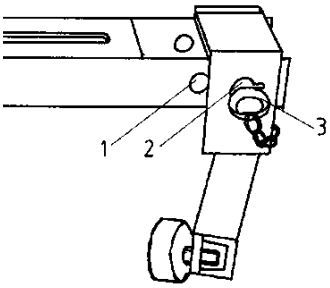

Abb. 4
- For the outer diameter of 750 mm, the adjustable clamping jaw must be locked in the inner bore (1), for an outer diameter of 785 mm in the outer bore (2). If this is not the case, adjust the jaw and secure the plug-in bolt (3) (Fig. 4).